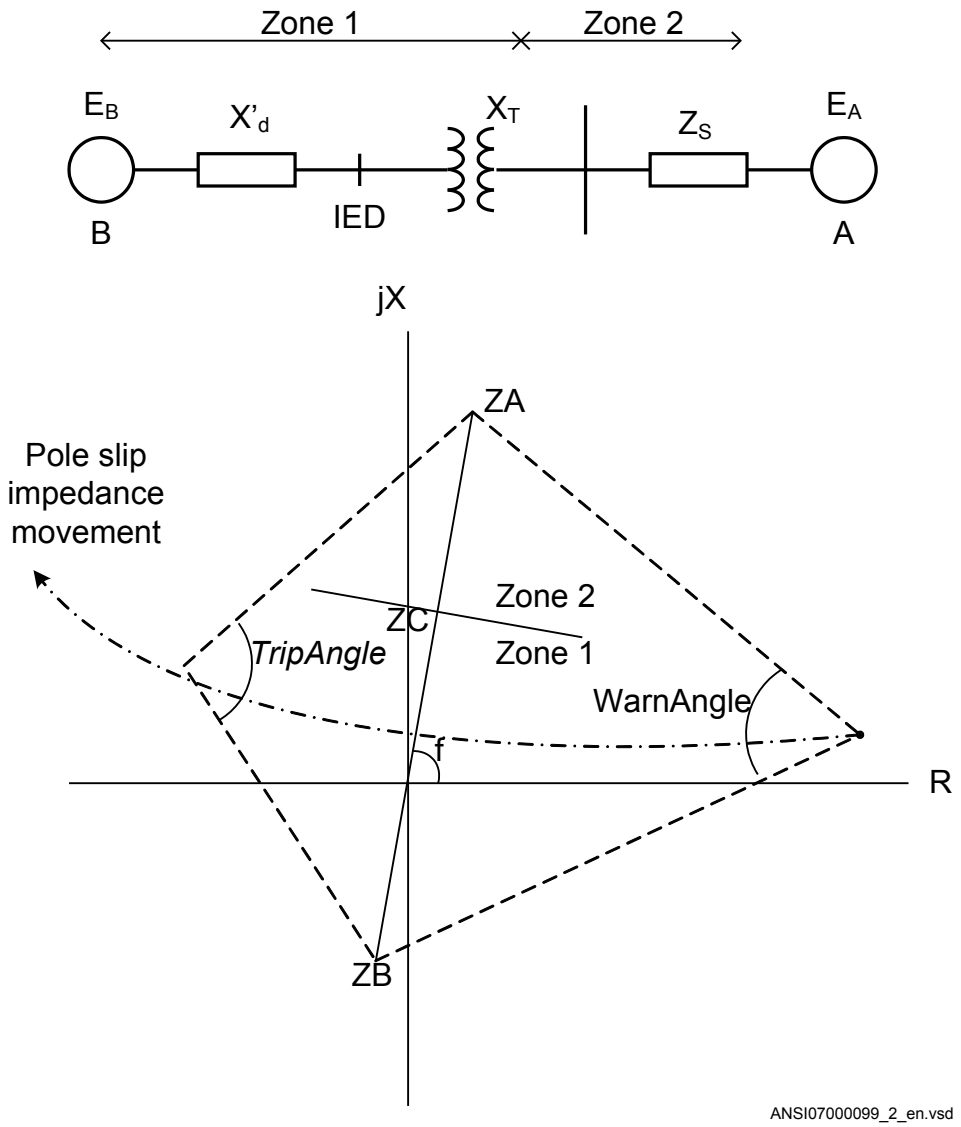
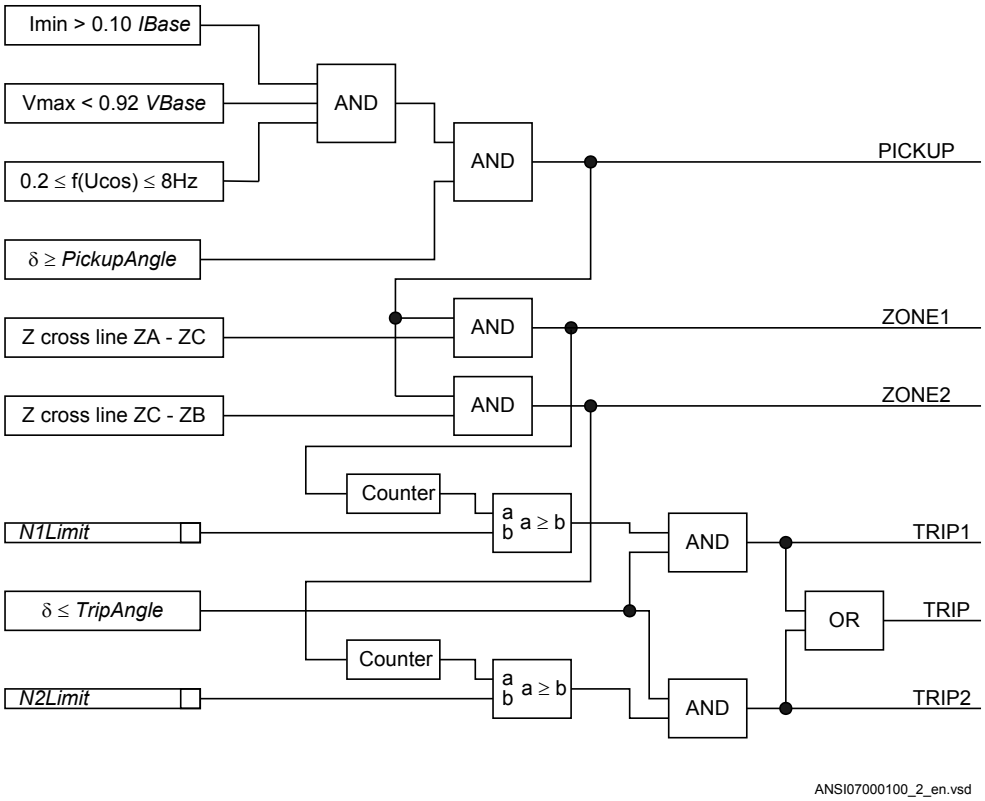

Figure 35: Setting of the pole slip protection PSPPPAM (78)
Figure 36: Logic diagram of the pole slip protection PSPPPAM (78)
It is assumed that setting of the pole slip protection function PSPPPAM (78) is done according to impedances as seen in figure 35 and figure 36.